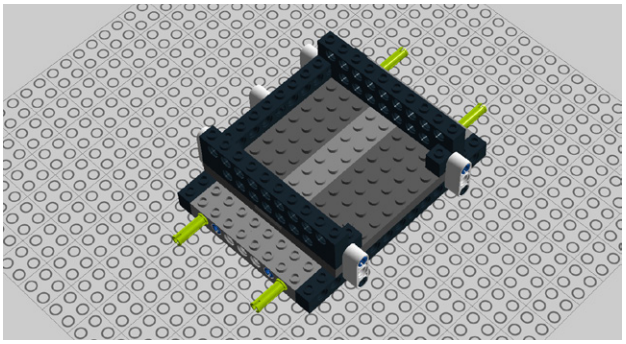

Figure 5-20. *Step 13: Adding pegs*
13. Add some more 3M connector pegs, as shown in Figure 5-20.